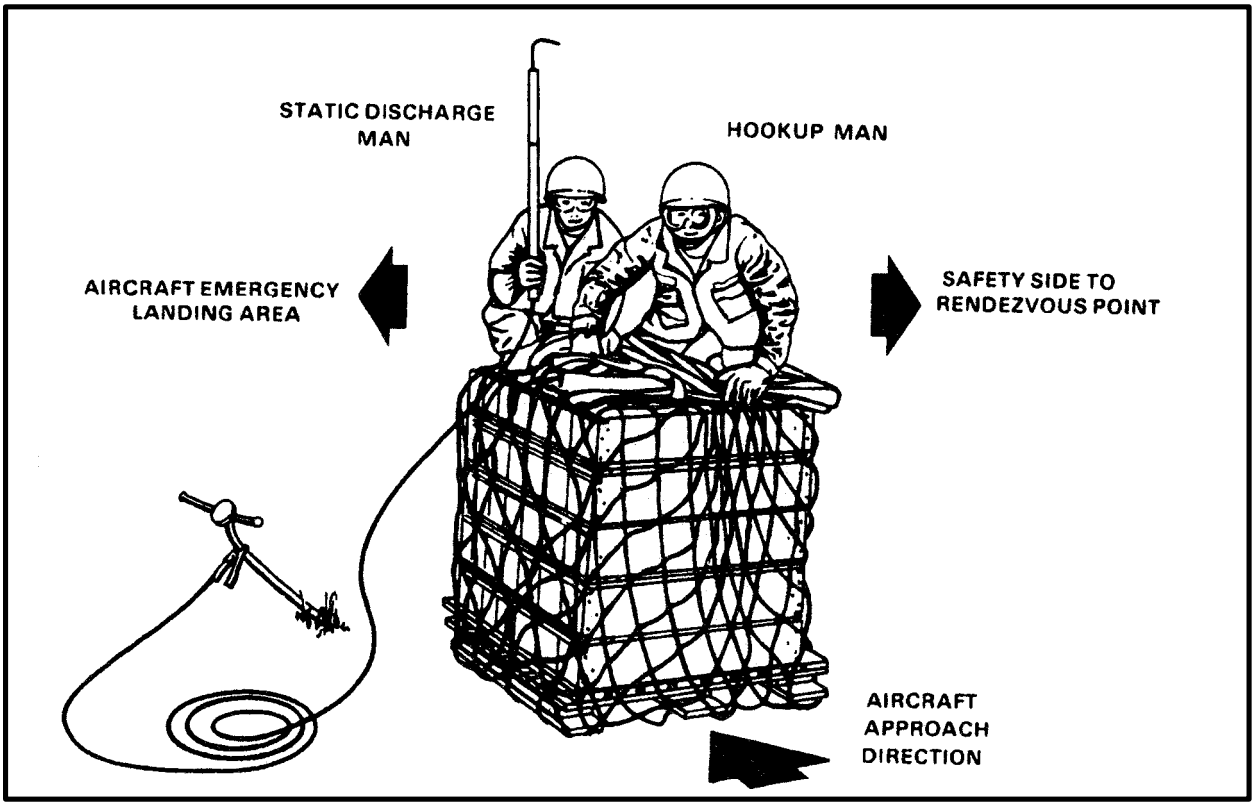

*Figure 5-4. Hookup Team Position*
**h. Hookup Team Procedures.** Hookup team personnel should kneel down, brace themselves, and hold securely to the load because of the rotor wash. The hookup man will have the apex fitting/web ring in his hands ready for hookup. The static wand person will hold the static discharge wand so that the red line or the **DO NOT HOLD** area is above the hookup team's helmets, as in Figure 5-4.